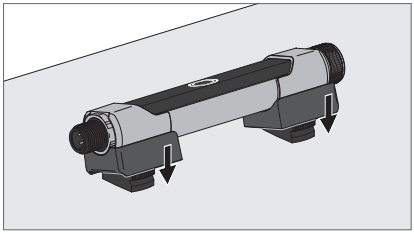

Fig. 5: Montare l'apparecchio d'illuminazione sugli elementi di fissaggio.
▶ Posizionare l'apparecchio con i supporti montati sugli elementi di fissaggio e spingere l'apparecchio verso il basso fino a quando i supporti non scattano in posizione negli elementi di fissaggio, vedi Fig. 5.